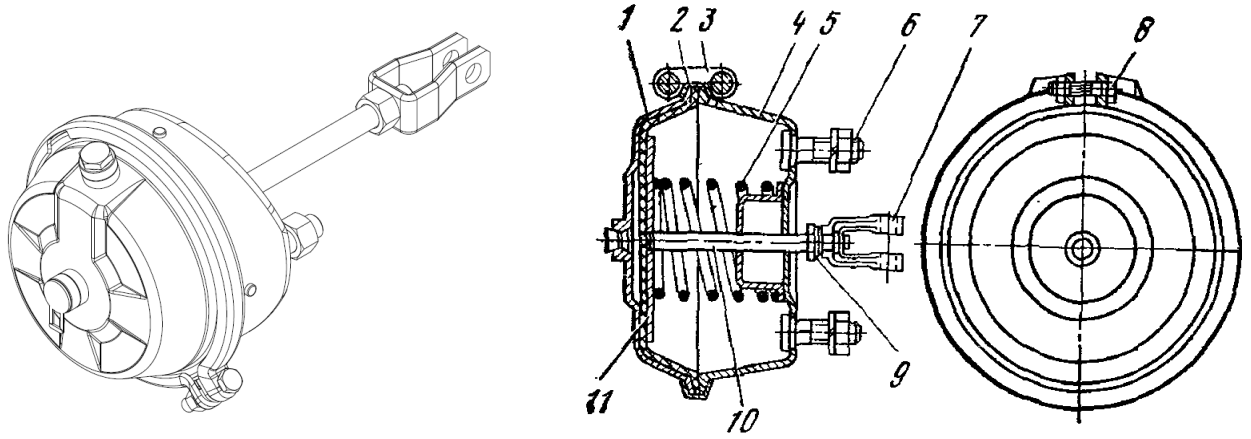

Рис. 1.11 – Тормозная камера
Тормозная камера (6) (рис. 1.11) диафрагменная, тип 24 (или 30, в зависимости от комплектации полуприцепа), предназначена для приведения в действие тормозных механизмов передней оси. Цифровой индекс указывает на размер активной площади диафрагмы в квадратных дюймах.